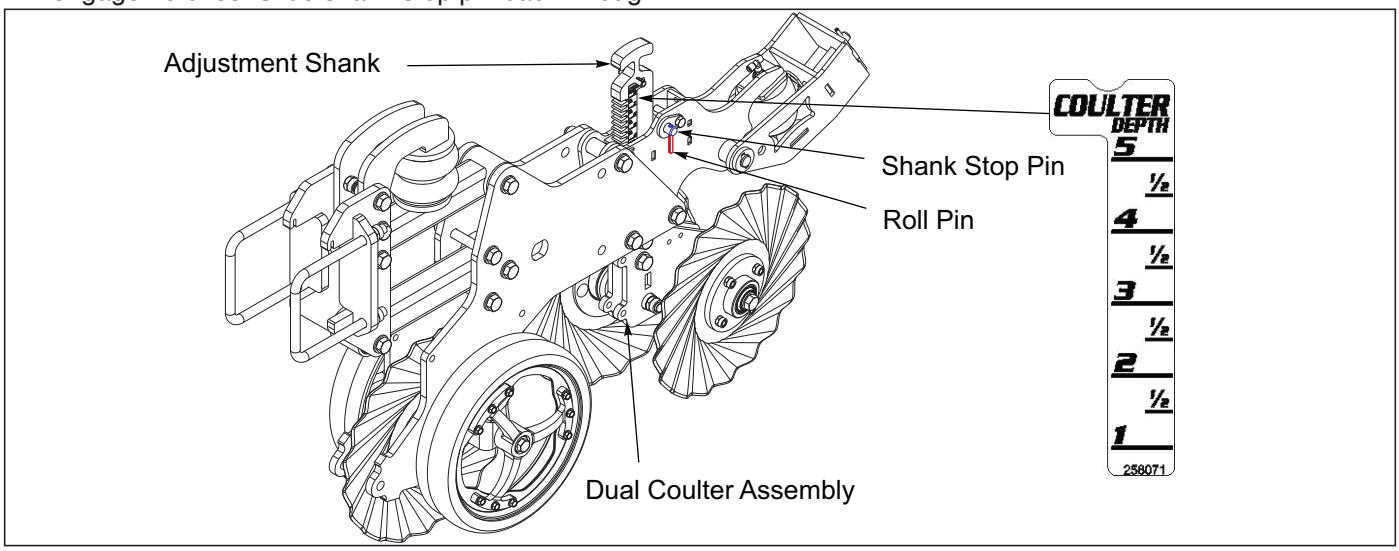

Figure 4-12: Dual Coulter Depth Adjustment
1. The depth of the dual coulter can be adjusted ***See Figure 4-12***. To adjust depth, rotate shank stop pins until roll pins are pointing upward. Slide pin out until shank can be pulled back to release from notches. Adjust shank to desired depth and move forward to engage notches. Slide shank stop pin back through behind shank and rotate until the roll pins are pointing downward.